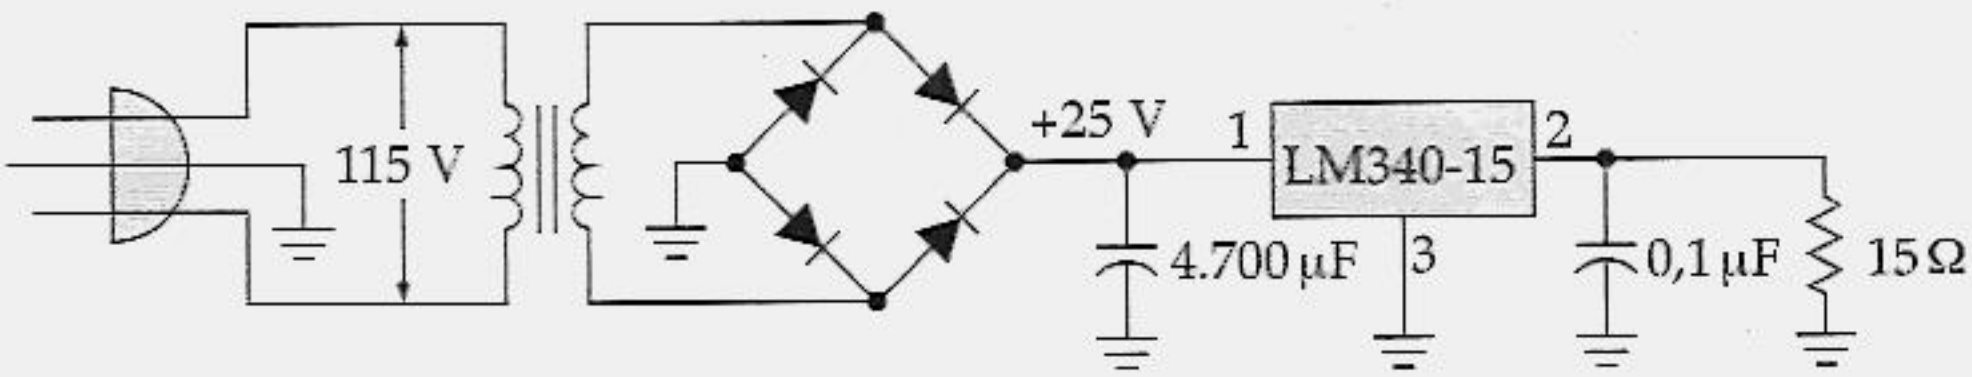

Figura 23.31
23.11 Qual a corrente de carga no circuito da Figura 23.31? E a ondulação de saída?
23.12 Se a tensão de linha for de 115 V ± 10% no circuito da Figura 23.31, qual a máxima corrente de carga? E a máxima ondulação?
23.13 Se a resistência de carga for alterada para 180 Ω no circuito da Figura 23.31, qual a ondulação de saída?